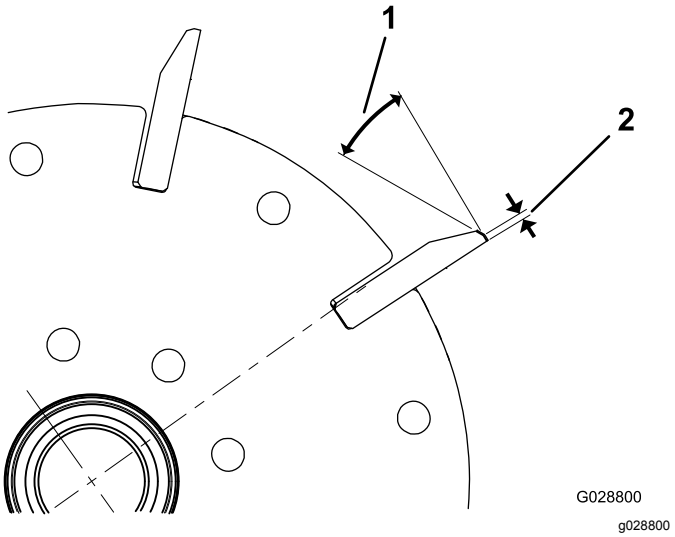

Rysunek 64
1. Przeprowadzić szlifowanie profilujące wszystkich ostrzy wirnika pod kątem 30°, aż szerokość powierzchni czołowej wyniesie 1,3 mm (Rysunek 64.